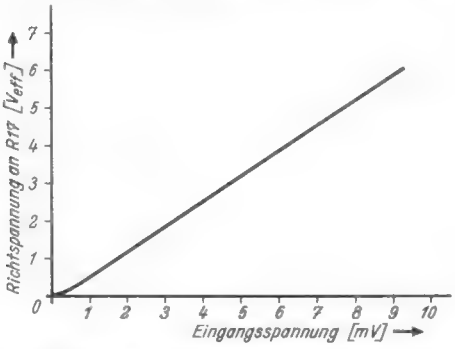

Bild 47. Richtspannung in Abhängigkeit von der Eingangsspannung an der ersten Zf-Stufe bei 37 MHz
4. Bei der Beurteilung von Fernsehbildern kann man heute vielfach beobachten, daß die Bedeutung der Bildschärfe wesentlich überbewertet wird. Wichtiger als die Bildschärfe ist für einen guten Bildeindruck die Gradation des Bildes. **Bild 47** und **48** zeigen zwei gemessene Aussteuerungskurven. Man erkennt, daß sowohl hinter dem Gleichrichter als auch an der Steuerelektrode die Aussteuerungskurve nur sehr wenig vom linearen Wert abweicht, und zwar über einen weit größeren Bereich als er jemals zur Aussteuerung der Bildröhre gebraucht wird. Diese Kurven beweisen auch, daß es völlig gleichgültig ist, ob man Katoden- oder Wehneltsteuerung anwendet, sofern die Röhre PL 83 in der Endstufe verwendet wird. Mit Rücksicht auf hohe Verstärkung wurde der Katodenwiderstand der PL 83 endgültig zu nur 50 Ω gewählt. Er reicht zur genügenden Linearisierung der Kennlinie völlig aus. Der Empfänger wird also keinesfalls die vom Sender angebotene Gradation irgendwie sichtbar verändern. Diese Forderung muß man an einen guten Empfänger stellen.